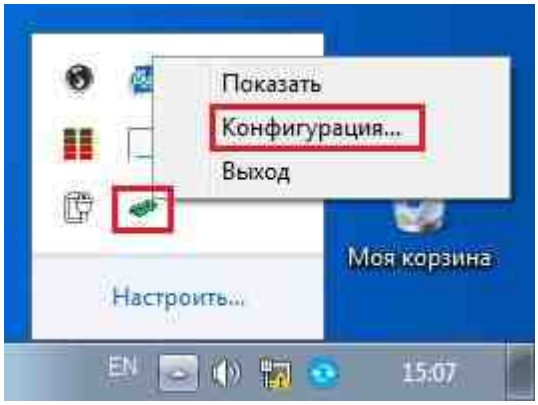

Рис.8.5 Контекстное меню программы «ZET7xxx OPC Server»
6. После запуска программы она автоматически скроется в области уведомлений на панели задач. Нажатием правой клавиши мыши по иконке программы ««ZET7xxx OPC Server»» следует вызвать контекстное меню, а затем активировать опцию «Конфигурация…» (*Рис.8.5*).